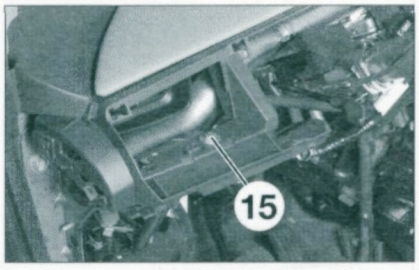

FIGURE 9-31
• Déposer la vis de fixation gauche de la planche de bord (15) **(figure 9-31)**.